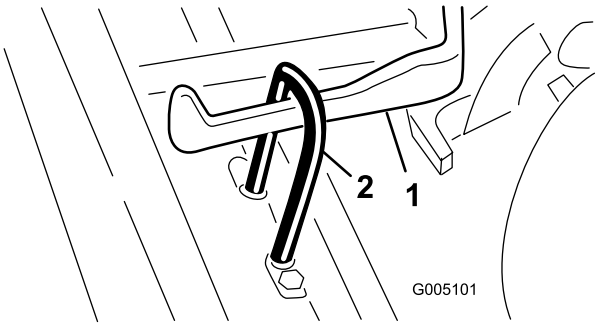

Bild 7
2. Schieben Sie das Mähwerk unter den Zugrahmen, während Sie den Hubhaken am Hubarm einhaken (Bild 7).